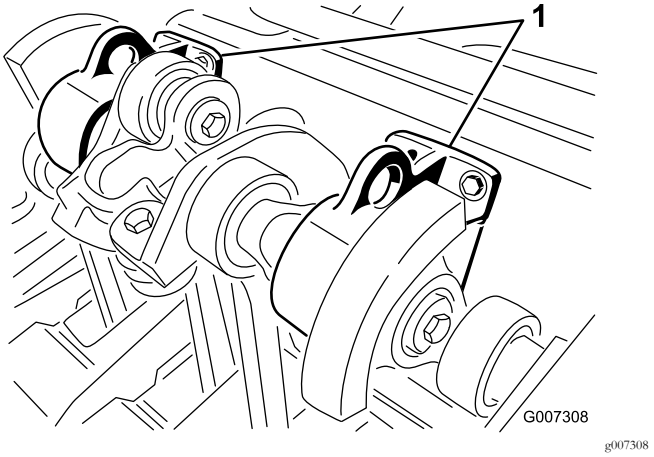

**Figur 27**
**Bemærk:** En hejseanordning, kan også bruges, hvis den er tilgængelig, til at løfte bagenden af ProCore-dybdelufteren. Brug øjerne i kernehovedernes lejehuse som hejsepunkter (Figur 27).